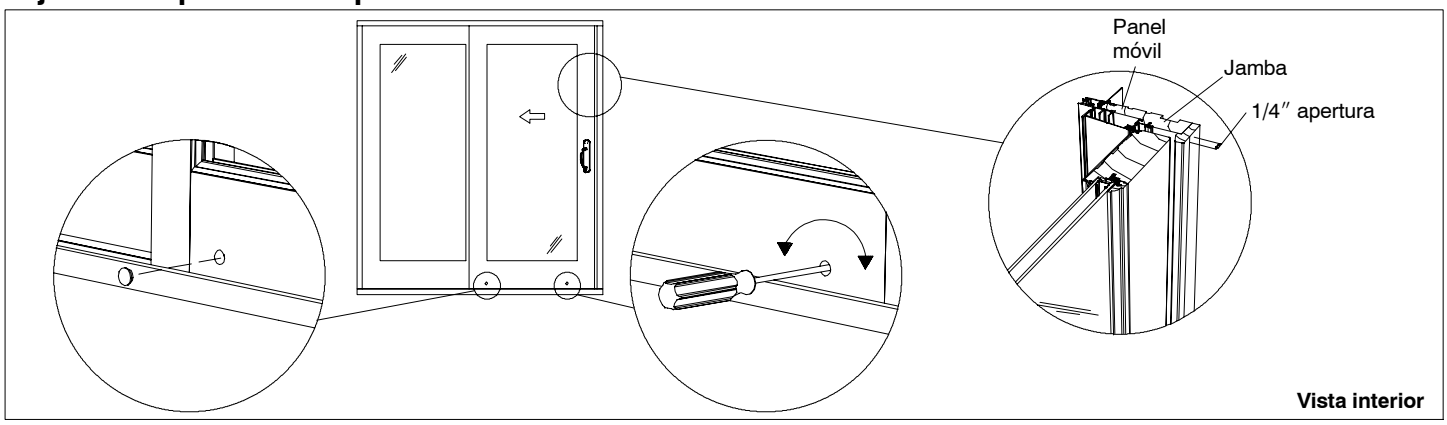

Figura 2: Ajuste del panel.
1. Ajuste los ensambles del rodillo del panel girando los tornillos de ajuste hasta que el panel móvil se encuentre en la posición más baja. Luego ajuste los ensambles del rodillo de arriba hasta que la puerta se deslice fácilmente. Ver figura 2.
2. Abra la puerta 1/4″ (6) de la jamba y ajuste un rodillo hasta que el panel móvil esté paralelo a la jamba. Coloque los tapones para orificios de ajuste de madera en el carril inferior del panel luego de que todos los rodillos hayan sido ajustados. Ver figura 2.